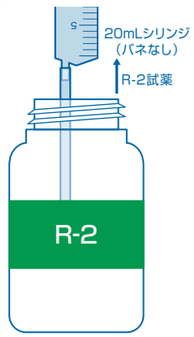

図8
⑧20mLシリンジ(バネなし)をR-2試薬が入ったビンに差し込み、押し棒を最上部まで引いて、約25mL吸い込みます。(図8)